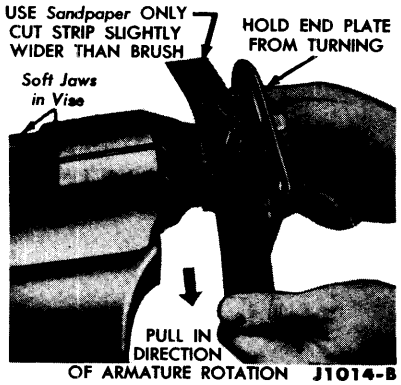

FIG. 11—Generator Brush Seating
4. Install the brush arms and springs. Insert new brushes in the brush holders and seat them (Fig. 11).
5. Make sure that the new brushes slide freely in the brush holders. Seat the new brushes by sanding them in as shown in Fig. 11. Attach the brush terminals.